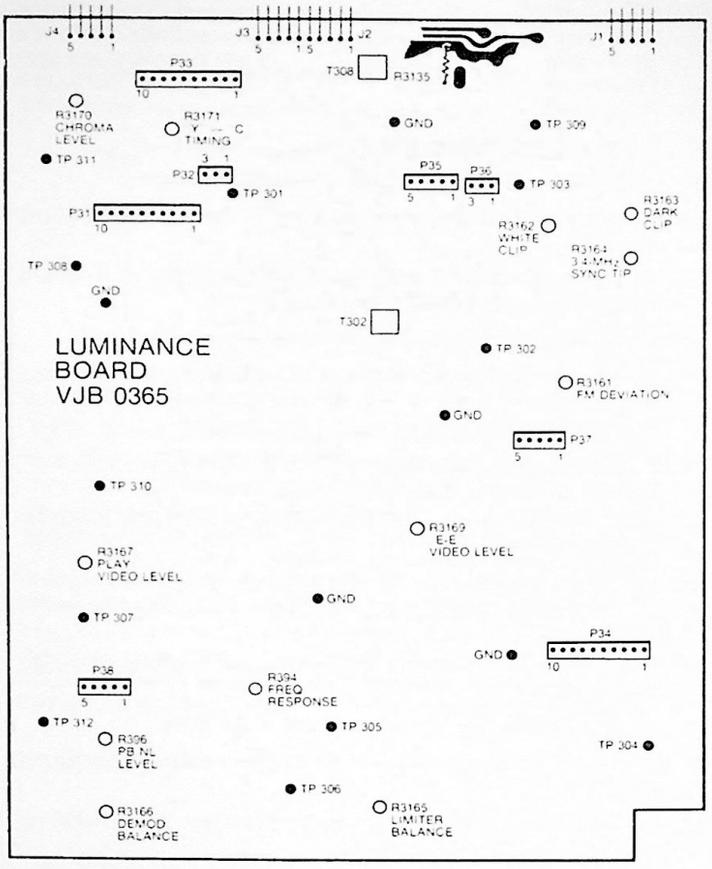

Figure 14. Luminance Board
11. Set the sweep generator to the Vertical-Rate mode and supply vertical sync to Video Input TP 301 on Luminance board (Figure 14).
3. Connect channel-1 scope probe (.5V/div.; 10 μs/div.) to TP 308 (Luminance Board, Figure 14).